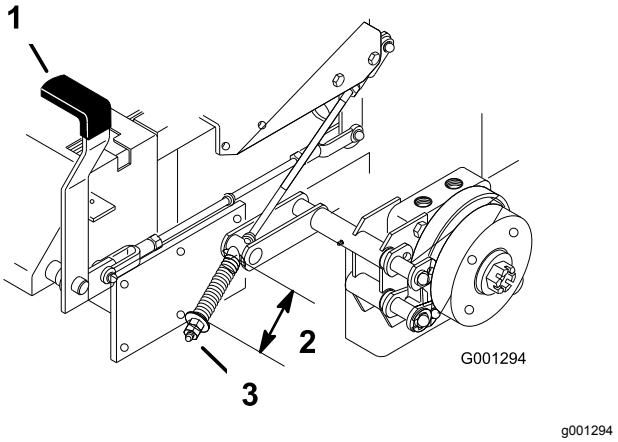

Figur 86
2. Mät fjäderns längd (Figur 86).
3. Frigör parkeringsbromsen om en justering krävs, och lossa sedan kontramuttern under fjädern och justera muttern direkt under fjädern (Figur 86).